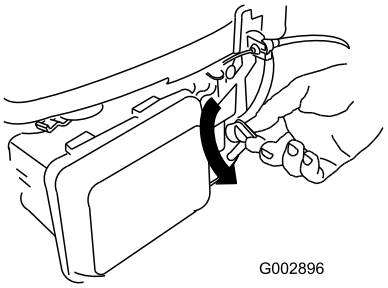

Figuur 23
2. Draai de hendel van de brandstofklep naar de stand Aan (Figuur 23).